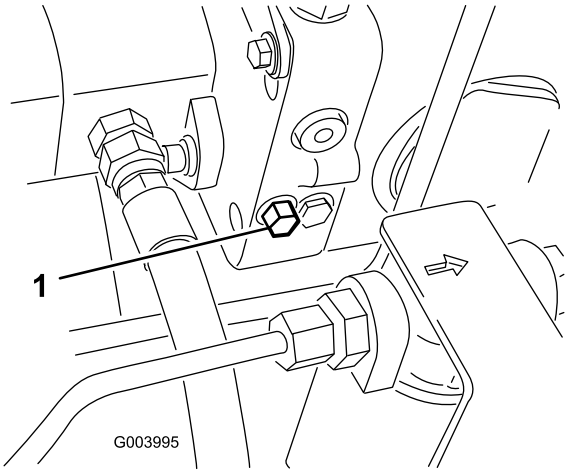

Figuur 36
1. De omloopklep bevindt zich links van de hydrostaat (Figuur 36). Draai de bout 1–1/2 slag om deze te openen en de olie inwendig om te laten leiden. Omdat de vloeistof wordt omgeleid, kan de machine worden voortbewogen zonder dat de transmissie wordt beschadigd.